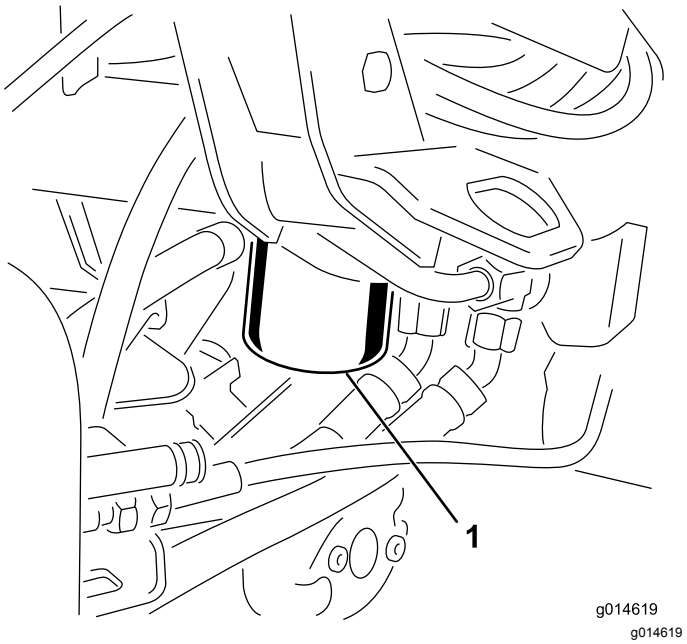

**Figur 36**
1. Rengør det område, hvor filteret monteres (Figur 36). Anbring en drænbakke under filteret, og afmonter filteret.